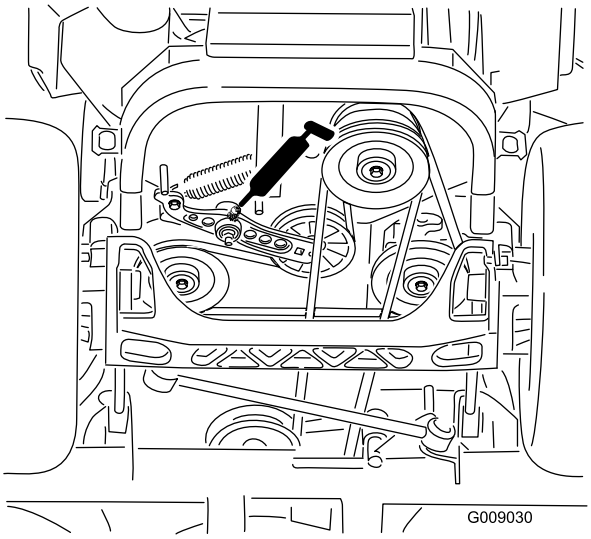

Figur 48
6. Smörj drivremmens mellandrevsarm (Figur 48).